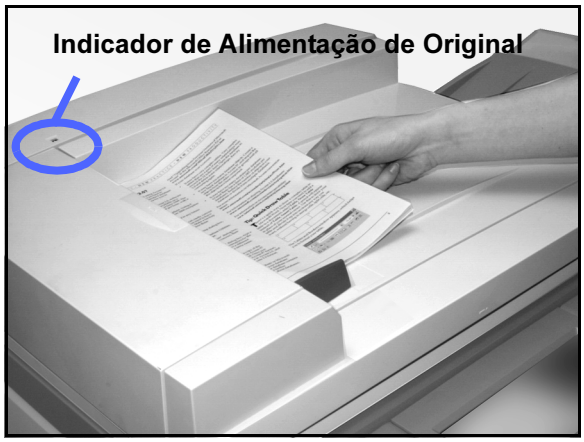

Figura 21: Colocar um original na Bandeja do DADF
- Se possuir um Alimentador Automático de Originais Duplex, coloque o original com a face para cima na Bandeja do Alimentador (DADF), tal como é mostrado na Figura 21. As luzes do Indicador de Alimentação de Original acendem-se quando o original estiver na posição correcta. Certifique-se que a guia de papel está encostada ao original.